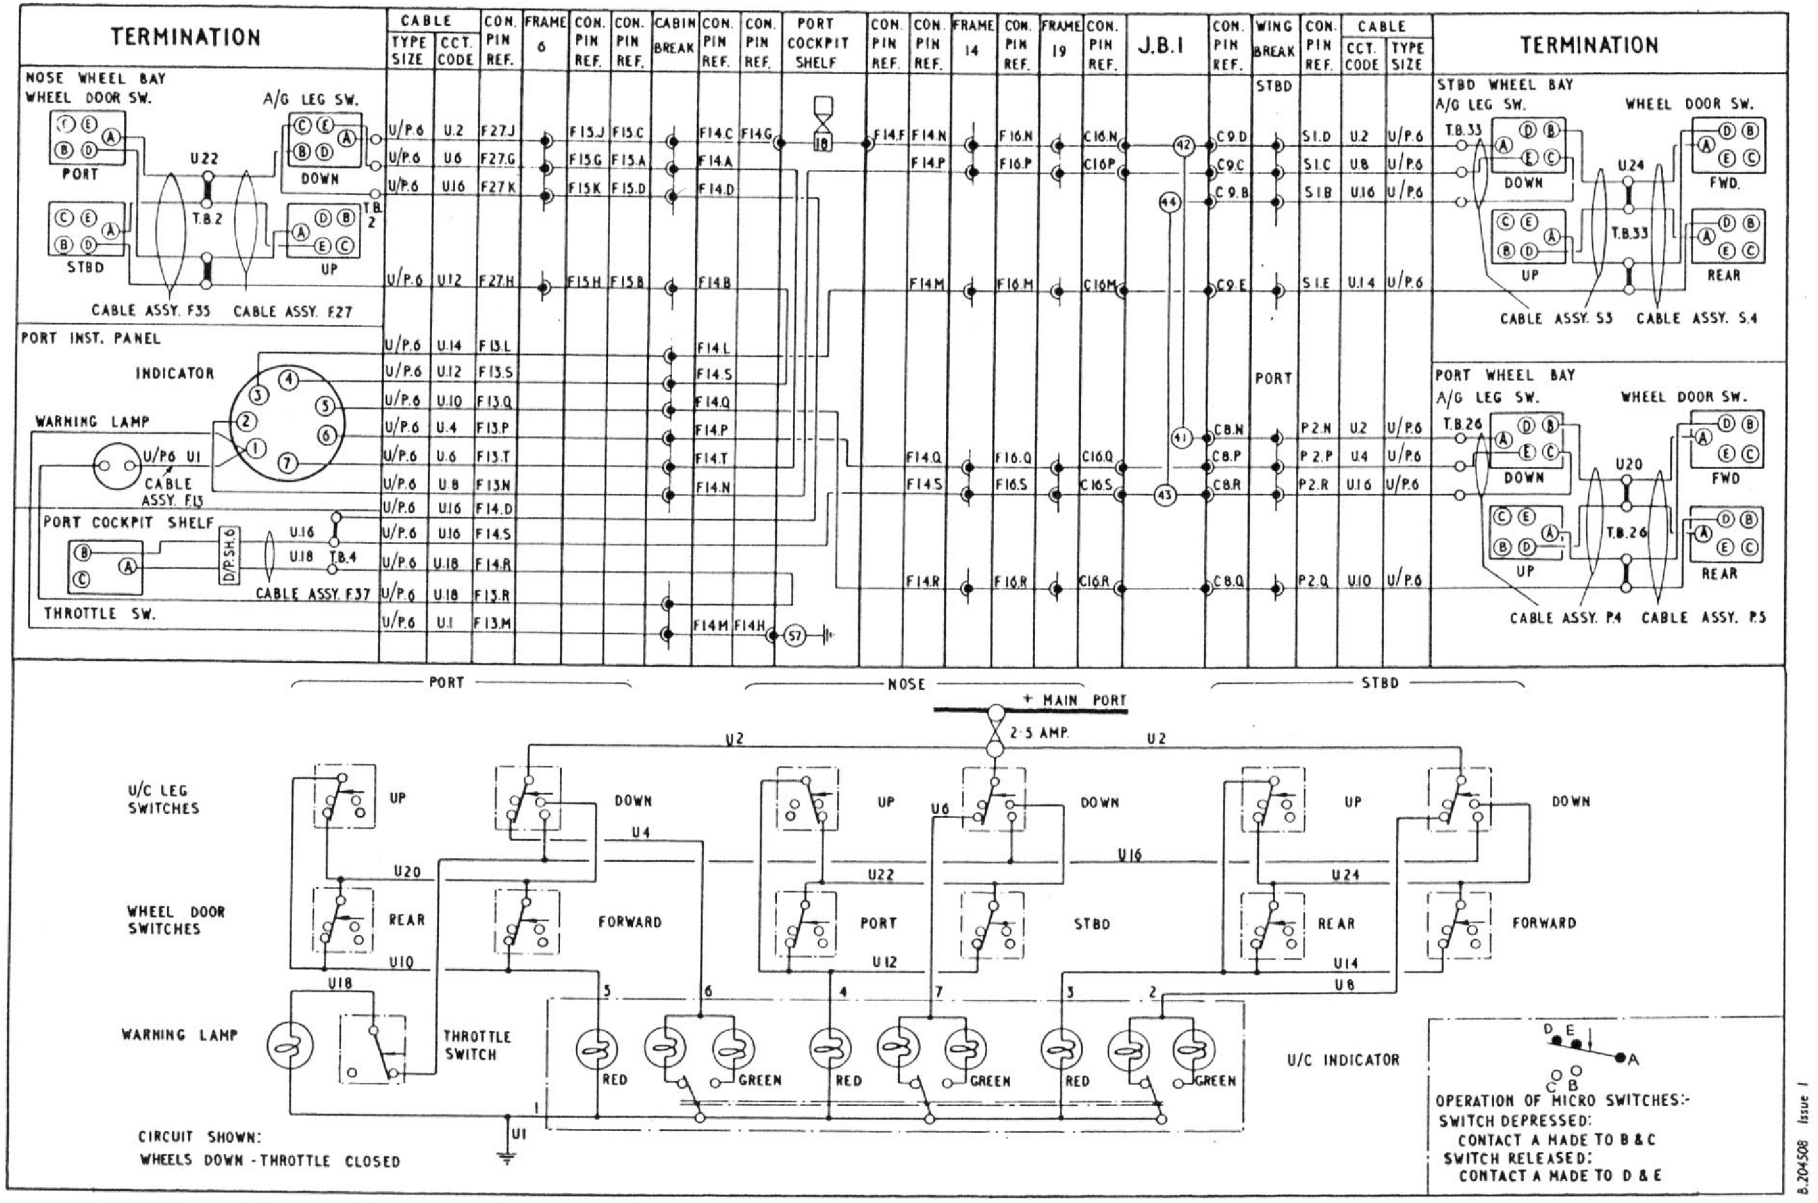

Fig. 1. Alighting gear indicator (routing and theoretical)
3. The theoretical circuit diagram *(fig. 1)* shows conditions when the aircraft is standing